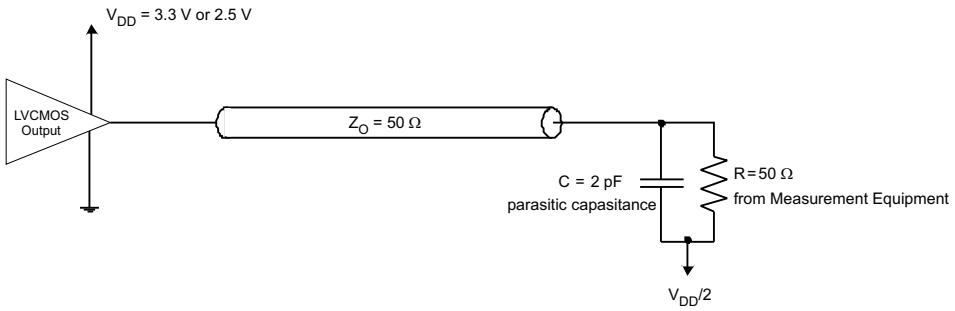

Figure 3. Test Load Circuit
(1) All typical values are at respective nominal V_{DD}. For switching characteristics, outputs are terminated to 50 Ω to V_{DD}/2 (see Figure 3).